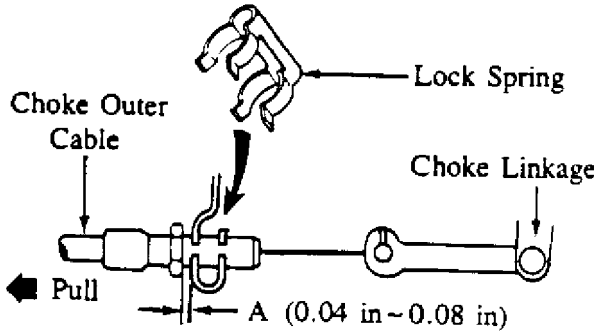

Fig. 4: Measuring Clearance Between Lock Nut and Bracket
4. Measure the clearance between the lock nut and the bracket (clearance "A" in Fig. 4).